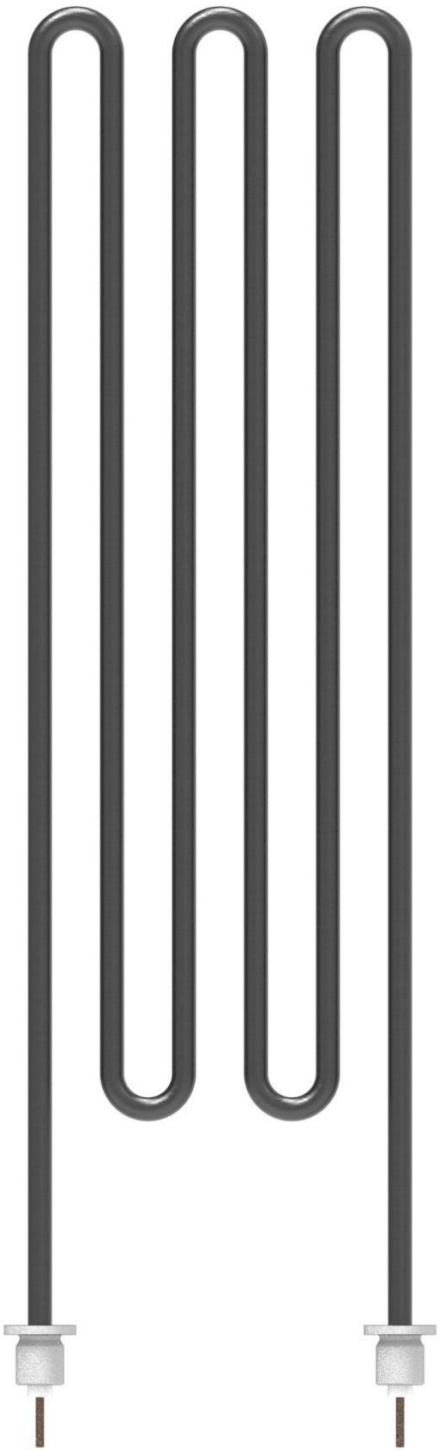
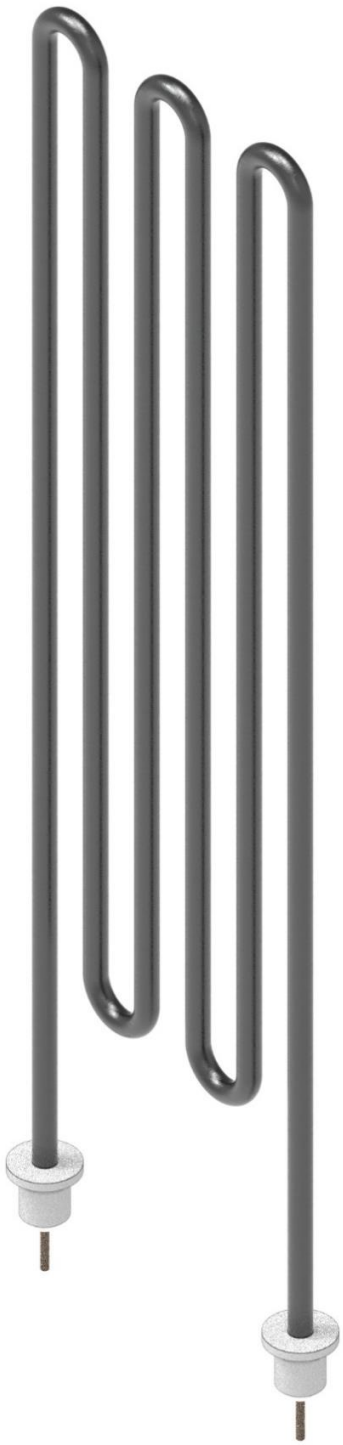

Рис. 4.1 Вид спереди.
Рис. 4.2 Изометрическая проекция.
1. ТЭН – Трубчатый Электронагревательный прибор, заданной формы, заполненный теплопроводящим электрическим изолятором. (См. Рис. 4.1 ТЭН – вид спереди и Рис. 4.2 ТЭН – изометрическая проекция).